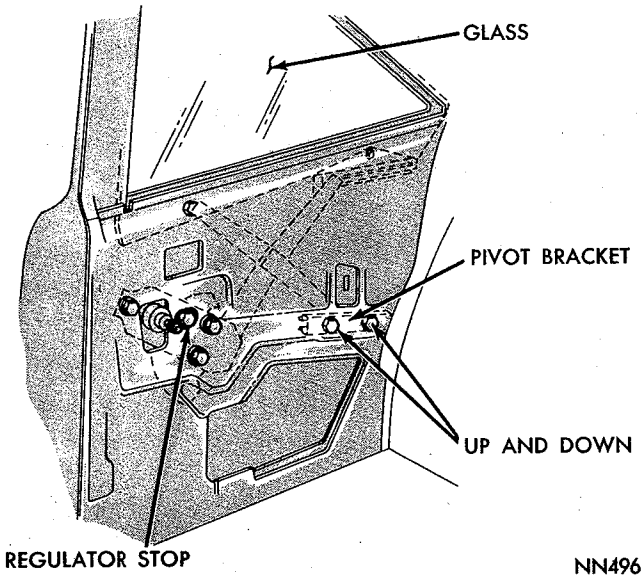

*Fig. 142—Quarter Window Adjustments—Belvedere Sedan*
(1) Raise window until top of glass is ½ inch below opening top frame.
(2) Adjust pivot bracket (Fig. 142) until top of glass is parallel to opening frame and tighten nuts.
(3) Lower window until rear lower edge of glass is approximately ¼ inch above the wheelhouse and tighten regulator down stop nut.